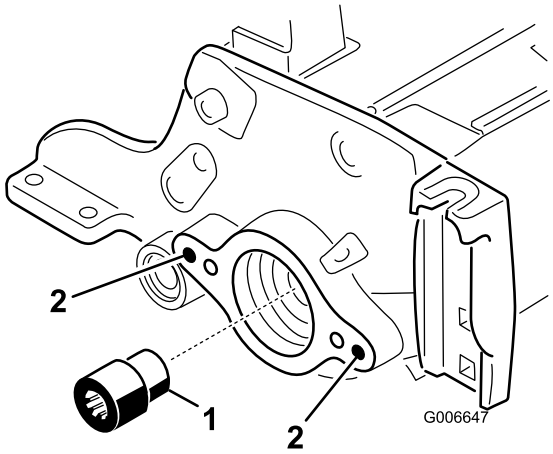

Bild 22
19. Nehmen Sie mit dem Werkzeug für die Spindelantriebswelle, Bestellnummer TOR 4074, den Keileinsatz vom Spindelmotorende der Spindelwelle ab (Bild 22). Verwenden Sie das Werkzeug für die Spindelantriebswelle, Bestellnummer TOR4074 Entfernen Sie alle Schmiermittelrückstände aus dem Gewindeloch, in das der Keileinsatz eingesetzt war.
20. Montieren Sie den neuen (längeren) Keilansatz an der Spindelwelle (Bild 22). Schmieren Sie Loctite auf den Einsatz, bevor Sie ihn einbauen. Ziehen Sie sie auf 115 bis 129 N·m an.